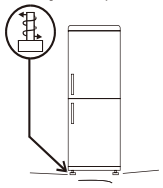

Fig.3
**3** Pas de voeten aan om de stabiliteit van het toestel te verzekeren en trillingen en ruis te voorkomen (fig. 3). Als het voorste deel hoger is dan de achterzijde, kan de deur gemakkelijker worden gesloten.